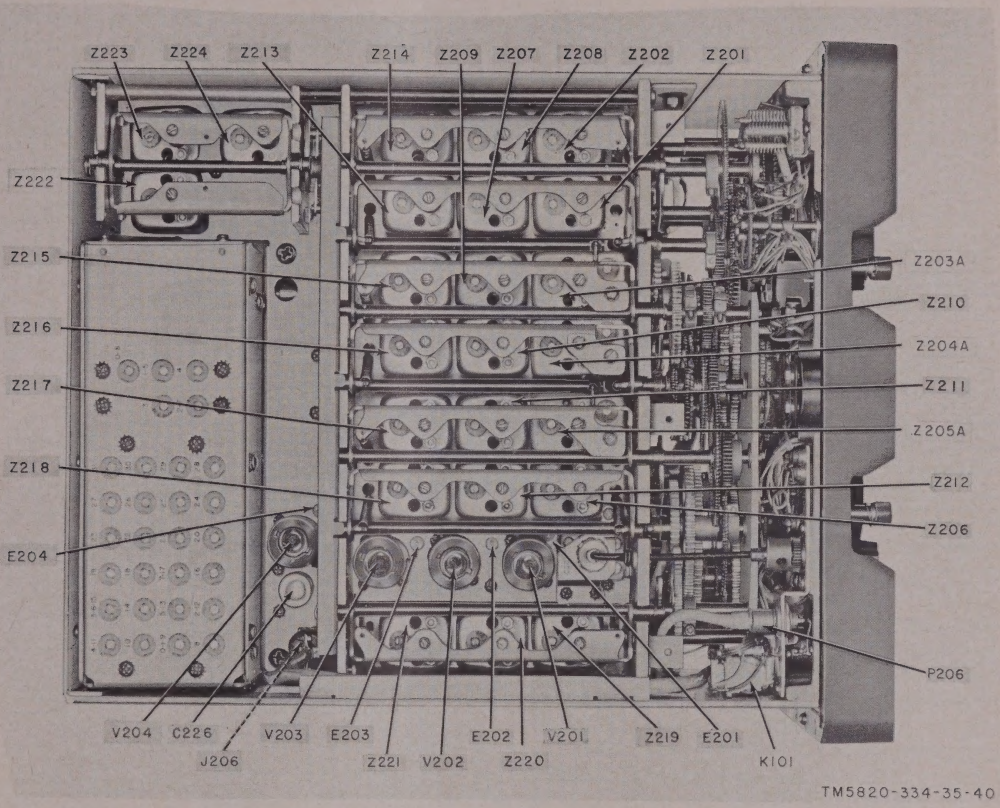

Figure 43. Upper deck assembly, top view.
a. Rf Subchassis Stages (fig. 43 and 53).
a. Rf and Crystal Oscillator Subchassis (fig. 43, 44, and 45).